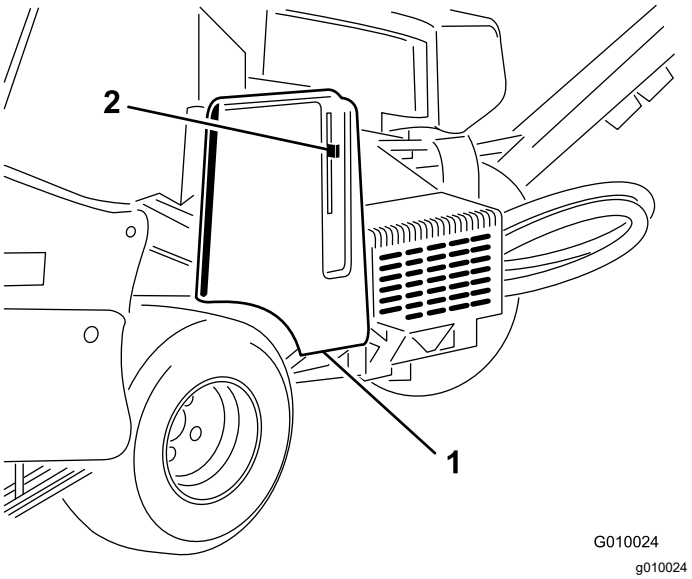

**Figure 61**
2. Unlatch and remove the belt cover (Figure 61).